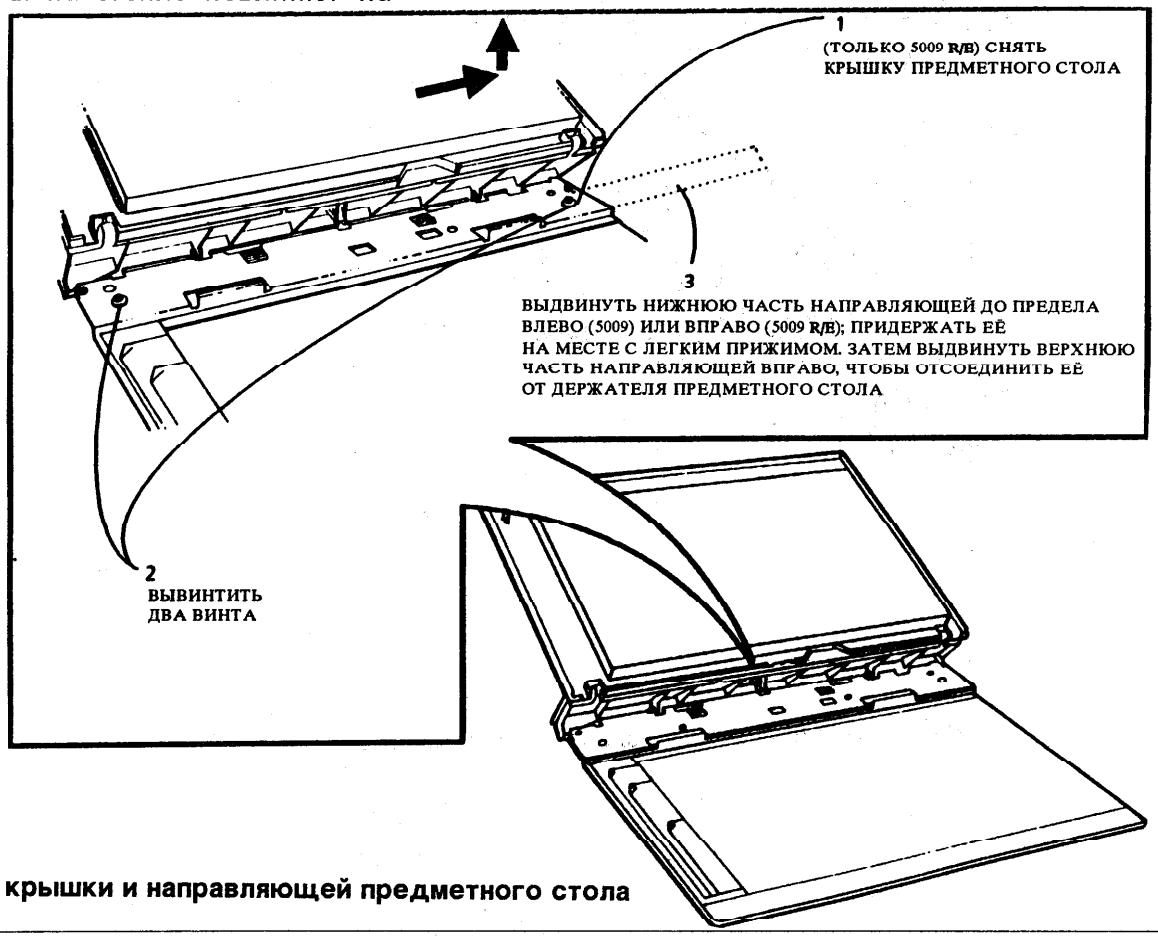

Рис. 1. Снятие крышки и направляющей предметного стола
2. (Рис. 1): снять крышку предметного стола и рейку привода стола.